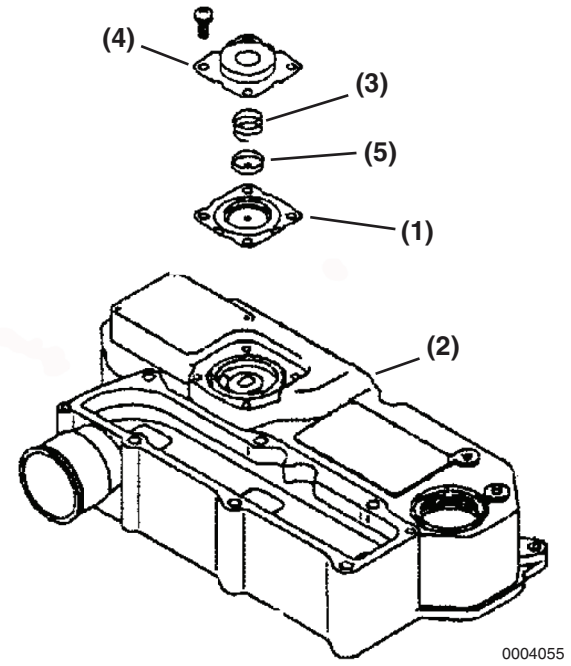

Figure 5-18
The non-turbo TNV engines use a crankcase breather system that has a spring-backed diaphragm **(Figure 5-18, (1))** in the valve cover **(Figure 5-18, (2))**. When the crankcase pressure reaches a predetermined value, the diaphragm opens a passage that allows crankcase fumes to be routed to the intake manifold.
To inspect the diaphragm and spring **(Figure 5-18, (3))**:
1. Remove the bolts retaining the diaphragm cover **(Figure 5-18, (4))**.
2. Remove the diaphragm cover, spring, diaphragm plate **(Figure 5-18, (5))** and diaphragm.